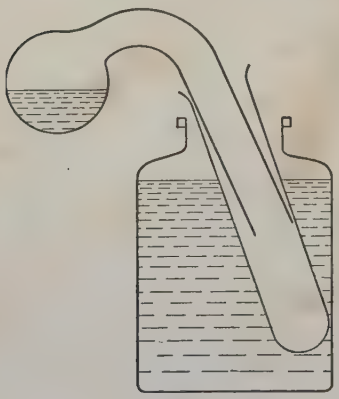

FIG. 7.
1. Preparation of Nitric Acid. Nearly fill a 500 cc. bottle with water. Stand in it an empty test tube; this is to be the water-cooled receiver for the nitric acid. By means of a folded paper introduce 10 g. of sodium nitrate into a pyrex retort without allowing any solid to adhere to the neck of the retort. Then by means of a funnel run in 20 cc. of concentrated sulfuric acid. Insert the neck of the retort into the test tube receiver (Fig. 7). The whole apparatus will support itself. Heat the retort rather slowly, holding the burner in your hand, and boil the mixture gently until a few cubic centimeters of the product has distilled into the receiver. Let the retort cool to room temperature before you attempt to clean it.